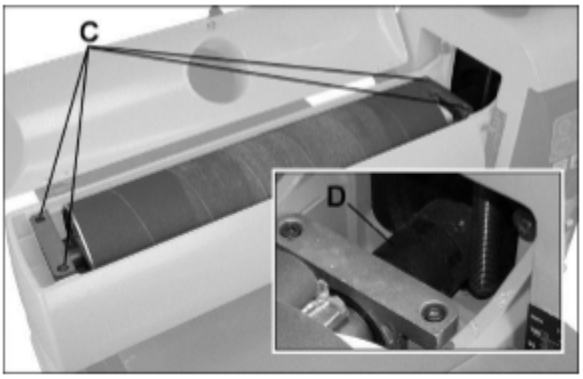

Рис. 19
Открутите четыре винта с внутр. шестигранником (C, Рис. 19). Осторожно выньте барабан с подсоединенной к нему муфтой (D).